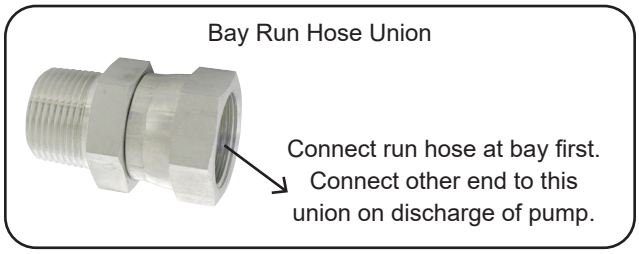

figure 4
2. Measure hose run lines from Pump Station to bay booms and assemble hoses with reusable fittings. Connect one end of high pressure run hose in bay. Connect the other end of run hose to swivel union on discharge of pump. **(Fig. 4)**